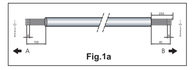

Fig.1a
3. Préparez les extrémités du câble à multiples fils pour le branchement ainsi qu'illustré en fig.1a.